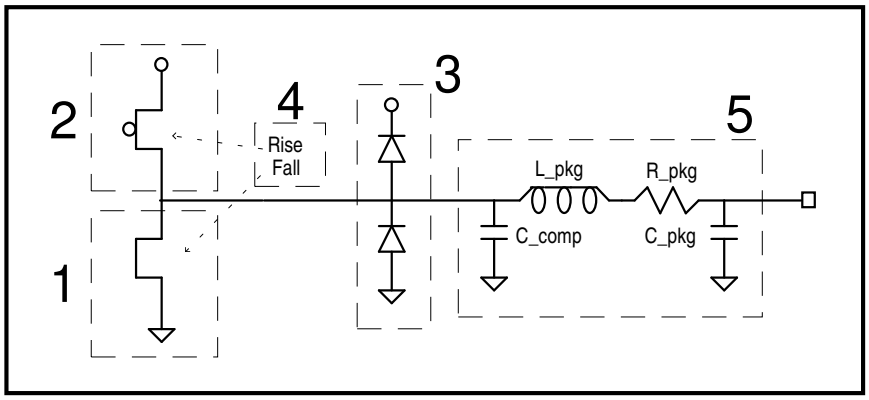
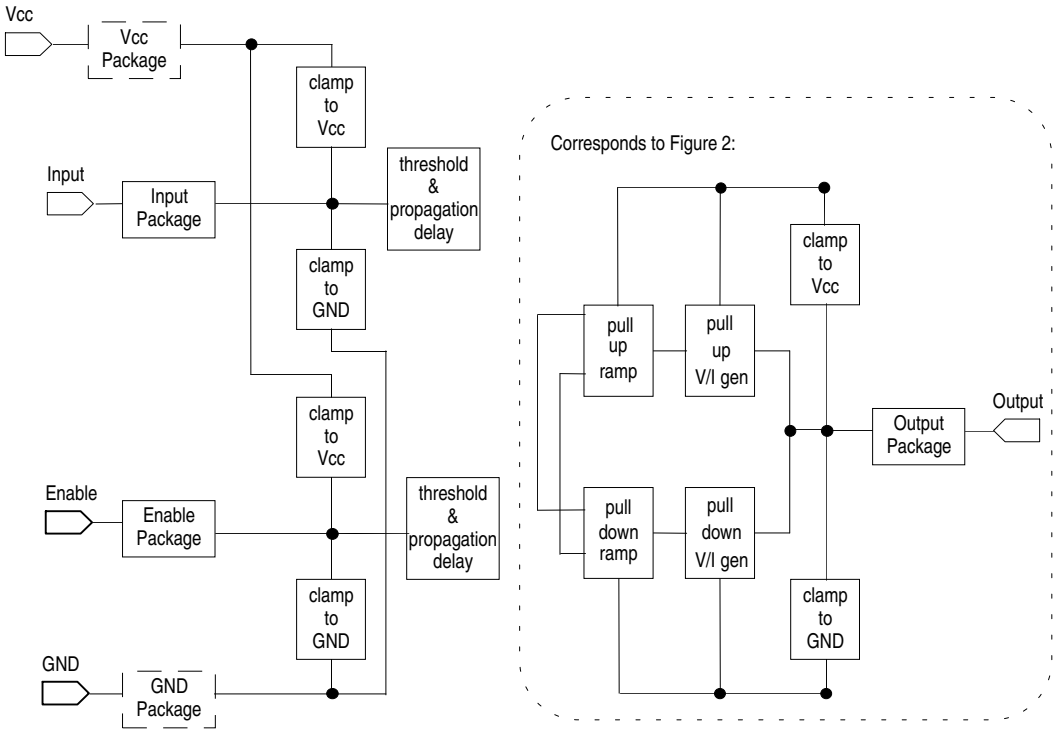

Figure 1: Elements of an IBIS Model
Figure 2: IBIS Behavioral Block Diagram
Figure 1 shows the basic five elements that must be included for IBIS modeling of an I/O structure. Figure 2 shows an example block diagram for an IBIS behavioral model.
- Element 4 contains the component and packaging characteristics, identified in the specification with the `Package` keyword. C_comp is the inherent capacitance of the silicon portion of the model (the die, not the package). The package is modeled by the parameters R-L-C_pkg, schematically organized as shown in Figure 1. The table on the information sheets supplies the range (minimum to maximum) for each parameter.